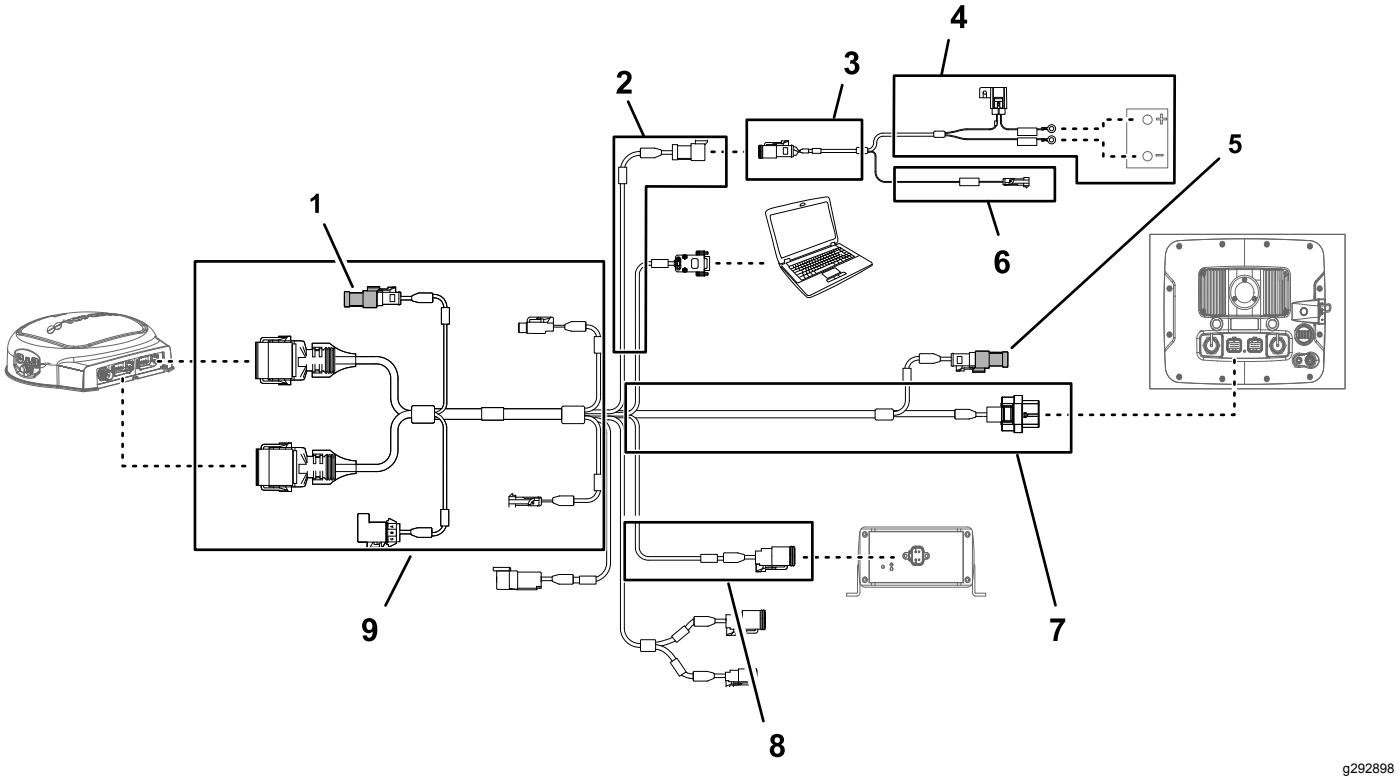
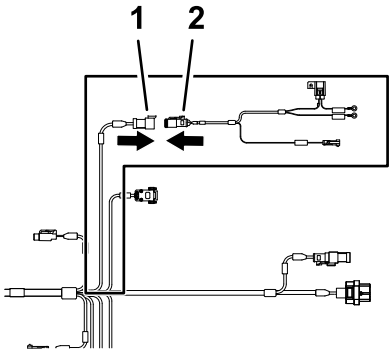

Figur 162
Figur 163
afgreningsledningen fra dataledningsnettet til navigationsmodtageren (Figur 162).
2. Hvis den ikke er installeret, skal du sætte afslutningsmodstanden i den elektriske konnektor på 220 cm (86⅝") afgreningsledningen fra dataledningsnettet til sprøjtemonitoren (Figur 162).
3. Tilslut konnektoren med 3 sokler (strøm-interface) fra det elektriske navigationsledningsnet til dataledningsnettets konnektor med 3 ben (strøm-interface) (Figur 162 og Figur 163).